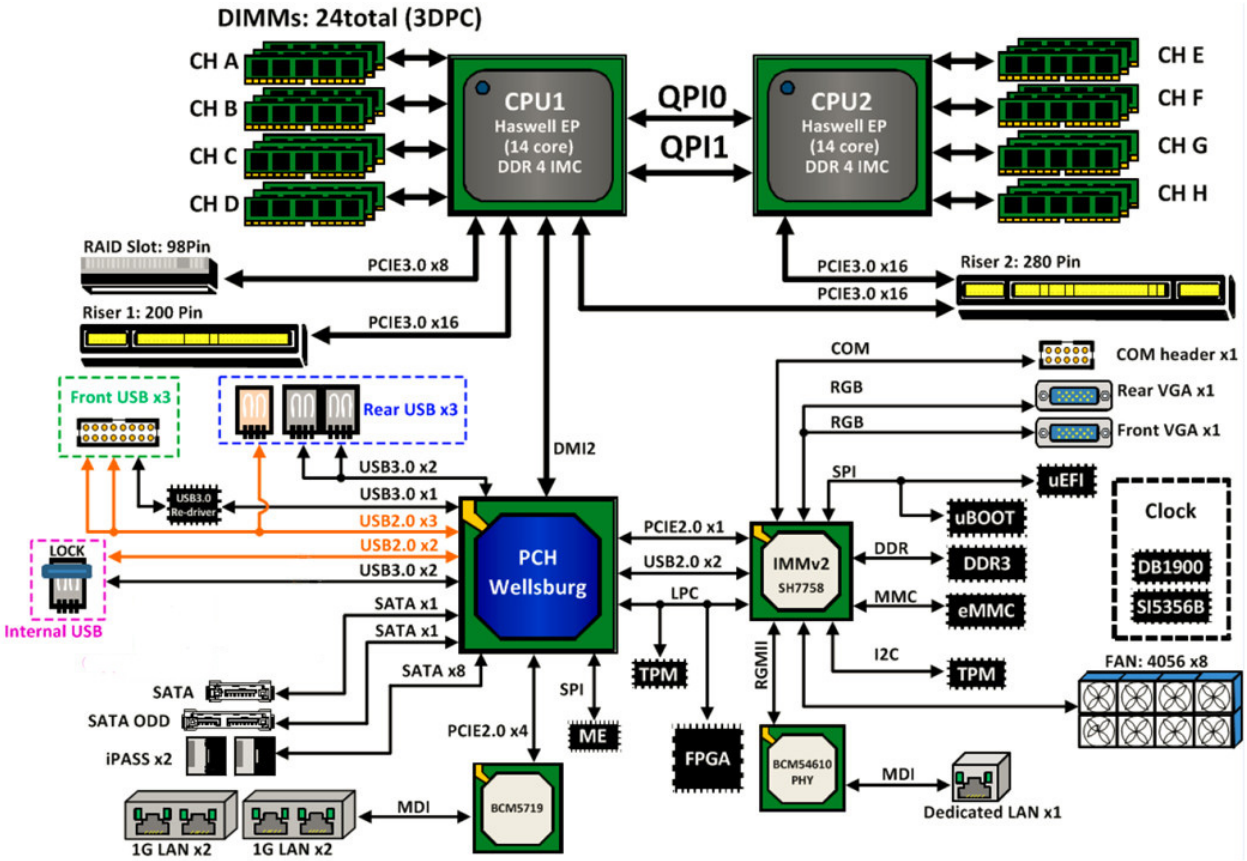

**Figure 35: x3550 M5 block diagram**
**Figure 35** shows the x3550 M5 block diagram.